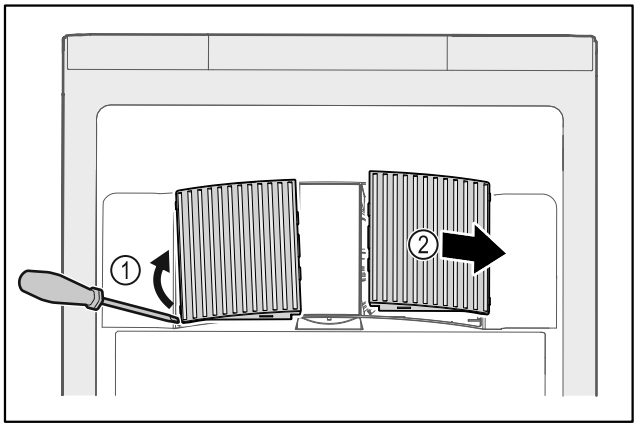

*Fig. 177*
- ▶ Scoateţi cu grijă capacele ventilatoarelor de pe partea laterală *Fig. 177 (1)* şi scoateţi-le spre partea din faţă *Fig. 177 (2)*.